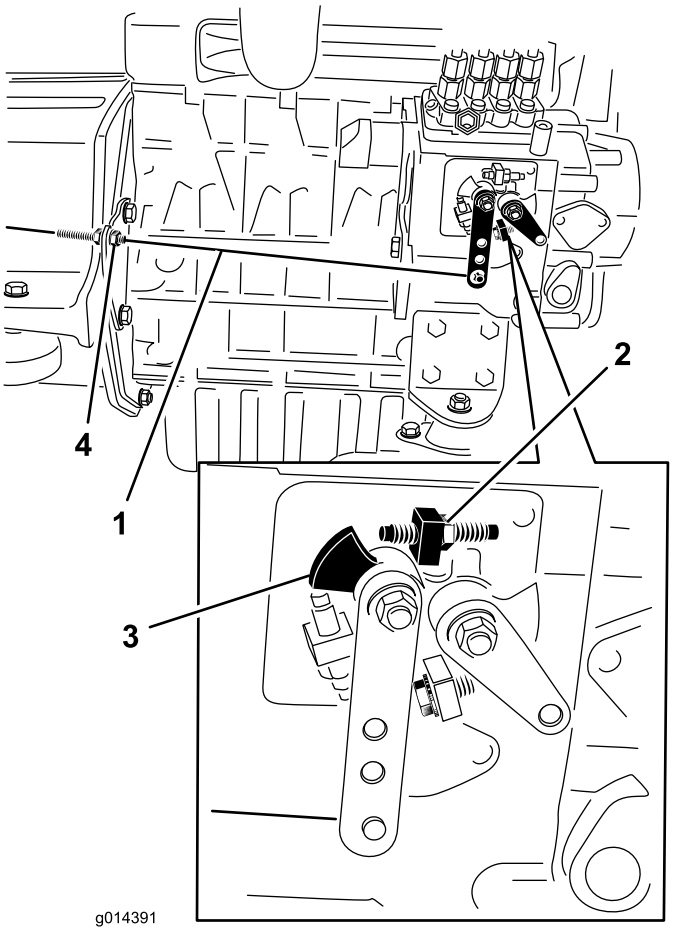

Figur 46
2. Kontroller stillingen til hastighetskontrollspaken på motorens drivstoffinnsprøytningspumpe. Hastighetskontrollspaken skal være i kontakt med høyhastighetsskruen når gasskontrollspaken er i hurtigstilling (Figur 46).
3. Hvis nødvendig, kan stillingene til gasskontrollens kabellåsemutre justeres til hastighetskontrollspaken kommer i kontakt med høyhastighetsskruen når gasskontrollspaken er i hurtig sperrestilling (Figur 46).